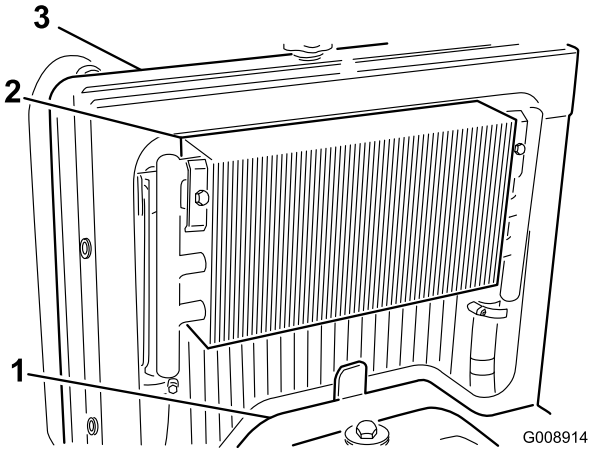

Figur 50
2. Fjern adgangspanelet (Figur 50).